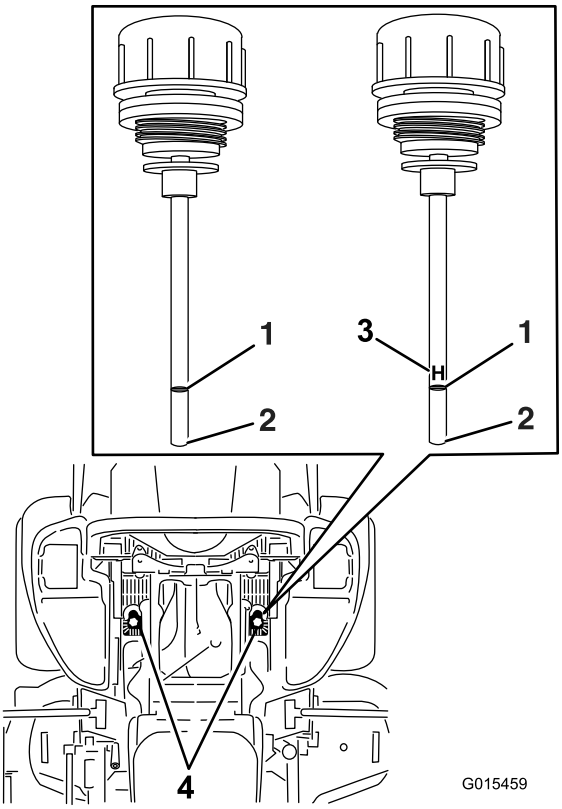

Figur 79
6. Rengjør området rundt peilepinnene på hydraulikksystembeholderne (Figur 79).
7. Ta ut en peilepinne fra hydraulikkbeholderen (Figur 79).
9. Dra ut peilestaven, og se på enden (Figur 79).